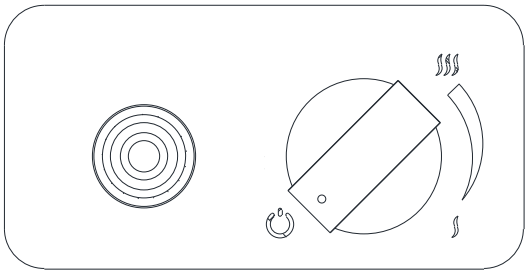

Fig 13 – Posizione di spegnimento
- Assicuratevi che la manopola sia posta in posizione "OFF" (tutta in senso orario) *(Fig 13*).